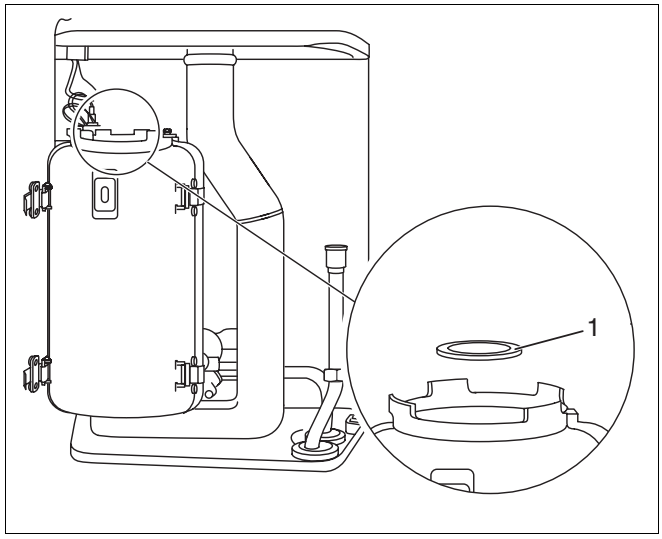

Rys. 47 Demontaż uszczelki palnika
- Zdjąć uszczelkę palnika (rys. 47, **poz. 1**).